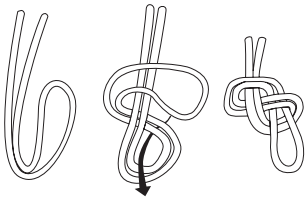

Abbildung 4
2. Sobald die erste(n) Person(en) den Boden erreicht haben und sich abgeschnallt haben, kann die nächste Person sich mit dem Karabiner am Ende des Nachlaufseils einklinken (das später zum Rettungsseil wird). Man kann auch eine 8 als Knoten machen, siehe Abbildung 4, wenn die Ausrüstungslänge abhängig von der Seillänge und der Abstiegshöhe nicht für den jeweiligen Standort ausreicht.